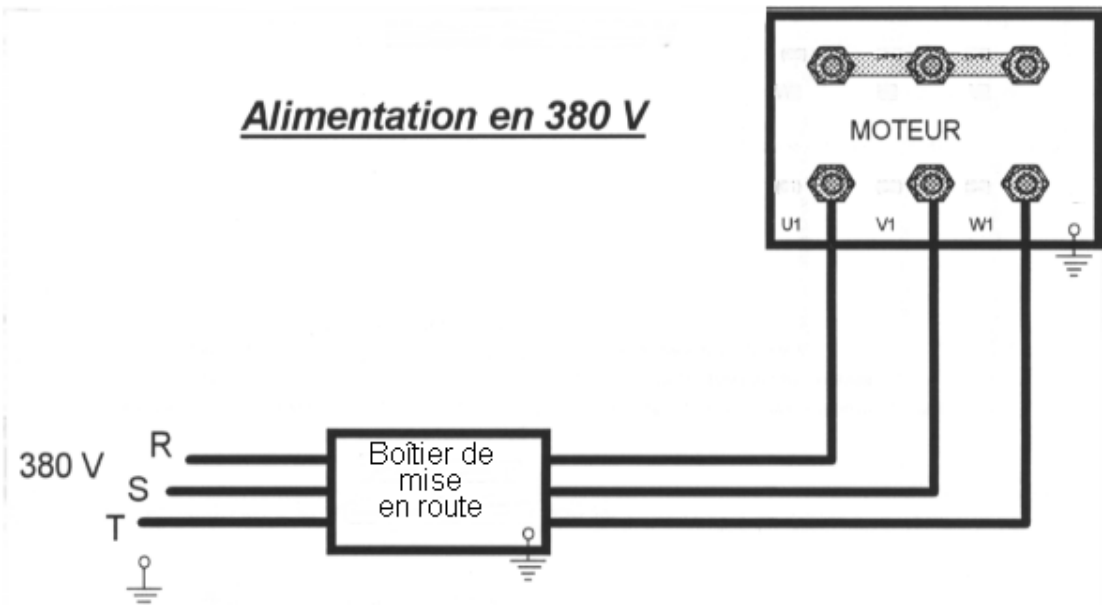

Figure 1
- Inverser les fils R et S (figure 1) du câble d'arrivé.